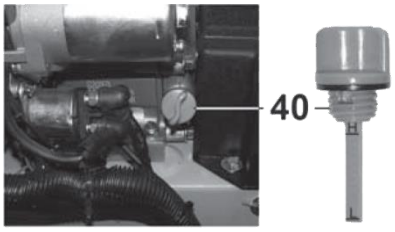

Рис. 16
7.3. Проверка уровня масла в двигателе (Рис. 16).